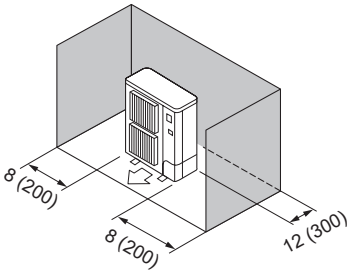

Fig. 2-8
③ Obstáculos en la parte trasera y los laterales (Fig. 2-8)